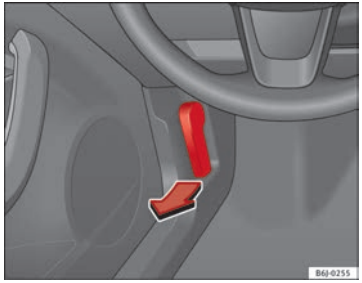

Fig. 125 Palanca apertura capó motor
– Tire de la palanca que se encuentra bajo el tablero de instrumentos ⇒fig. 125 en el sentido que indica la flecha. El capó queda desbloqueado por la acción resorte del muelle ⇒ ⚠.